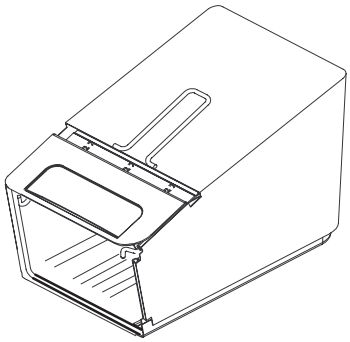

Figur 6
2. Kontrollera att uppsamlarbasens sidor är **inuti** uppsamlarramen enligt figur 6.